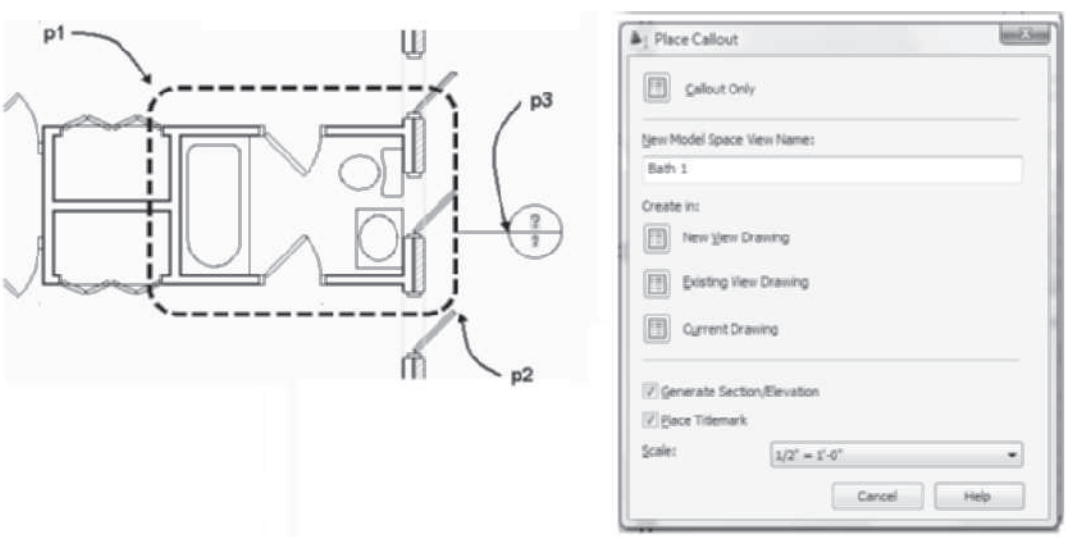

FIGURE 12.34 *Defining the boundary of the detail*
`Specify one corner of detail box: (Select a location, p1, as shown in Figure 12.34.)`
`Specify opposite corner of detail box: (Select a location, p2, as shown in Figure 12.34.)`
`Specify first point of leader line on boundary: (Select a location, p3, as shown in Figure 12.34.)`
2. The Place Callout dialog box opens as shown in Figure 12.34. Type a name (Bath 1) in the New Model Space View field.